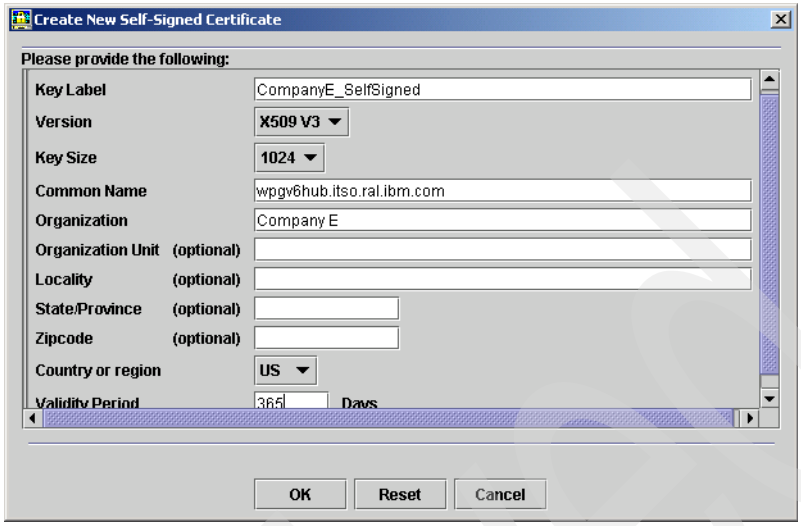

Figure 8-6 Creating a new self signed certificate
6. In the Create New Self-Signed Certificate window (Figure 8-6 on page 214), complete the details of the new certificate: